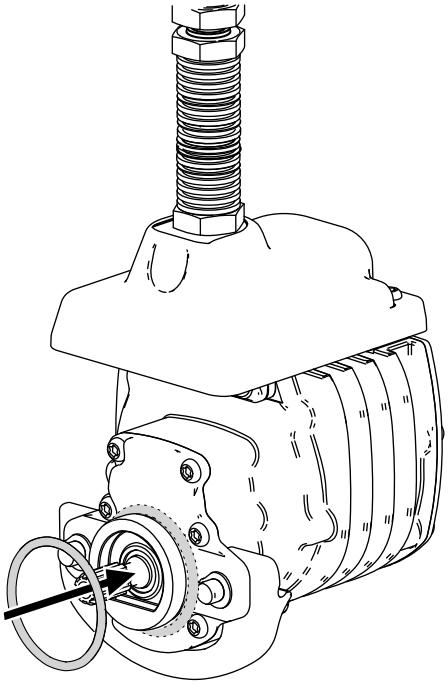

Figura 3
3. Instale una junta tórica en cada motor de molinete, como se muestra en la Figura 3.